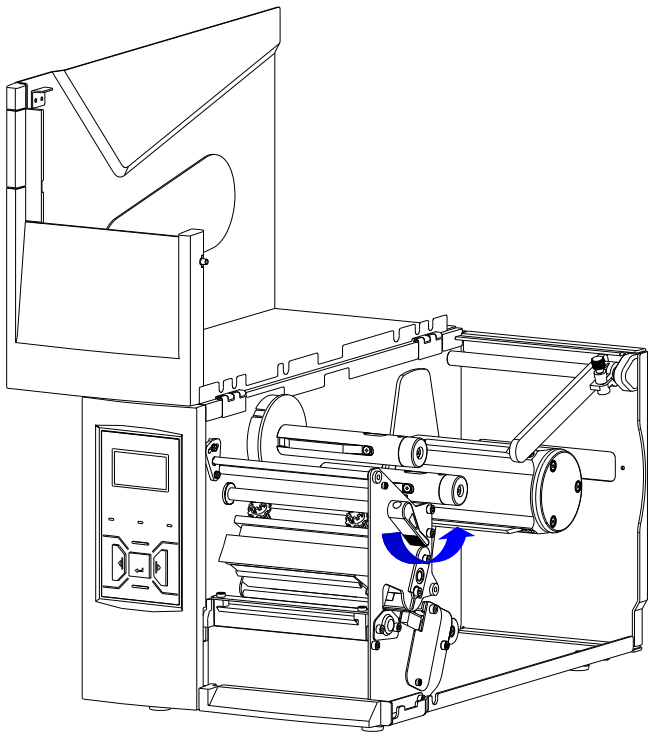
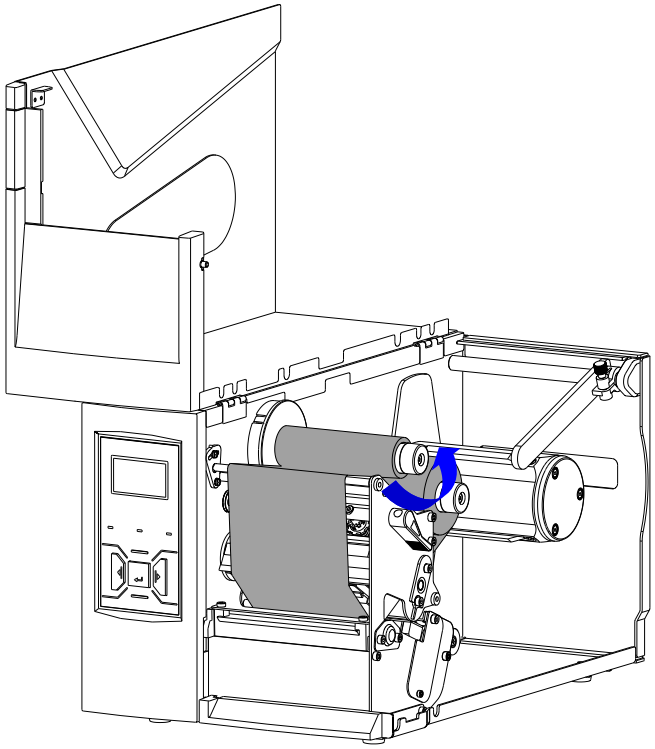

Figure 2-7 Open the Printhead
Figure 2-12 Ribbon Loaded
To load the ribbon, refer to Figure 2-7 through Figure 2-12 and follow the steps below:
2. Turn the Lever counter clockwise to open the Printhead. See Figure 2-7.
7. Slide the Ribbon Take-up Roll on the Ribbon Take-up Spindle and push it firmly against the Stop Plate. Turn the Take-up Spindle until the ribbon is tightly wound. See Figure 2-12.